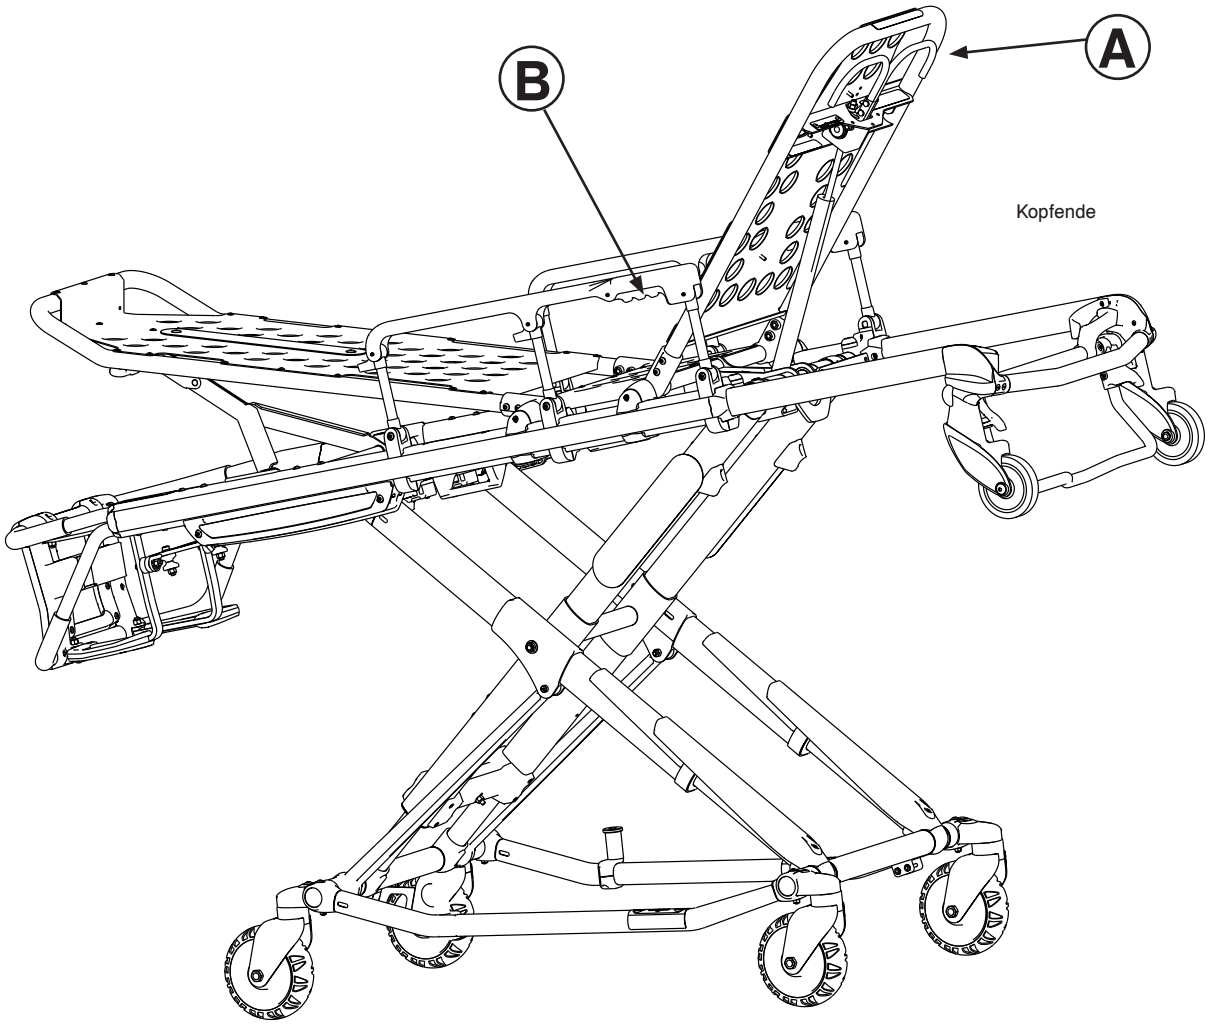

Abbildung 29
Zum Anheben der Rückenlehne wie in Abbildung 29 dargestellt den Griff (A) drücken, um die Rückenlehne pneumatisch auf die gewünschte Höhe anzuheben.
Zum Hochziehen der Seitengitter, wie in Abbildung 29 dargestellt, das Seitengitter nach oben ziehen, bis ein Klicken am Riegel zu hören ist und das Seitengitter einrastet.